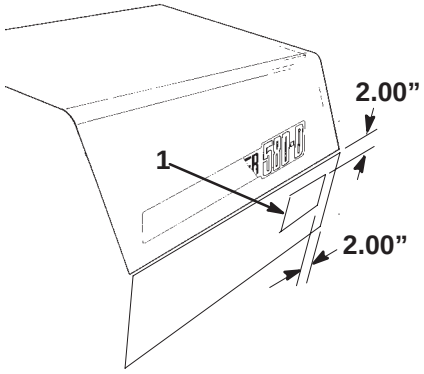

Figure 19
1. Using the dimensions shown in figure 19, locate and affix a 4 wheel drive decal to each side of machine.